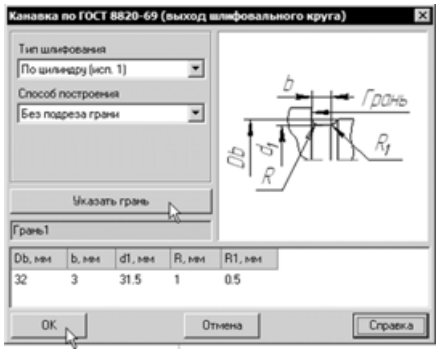

Рис. 5.242
- В диалоговом окне нажмите кнопку **Указать грань** (рис. 5.242). В окне модели укажите плоскую грань, которая будет выполнять роль базовой (рис. 5.241).